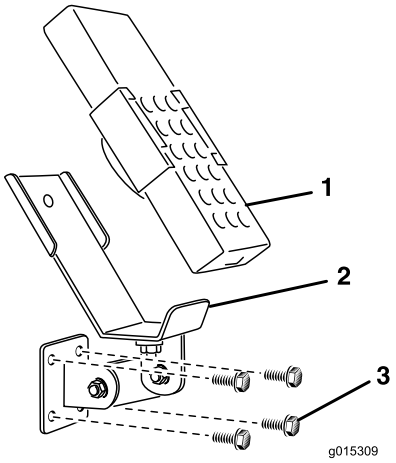
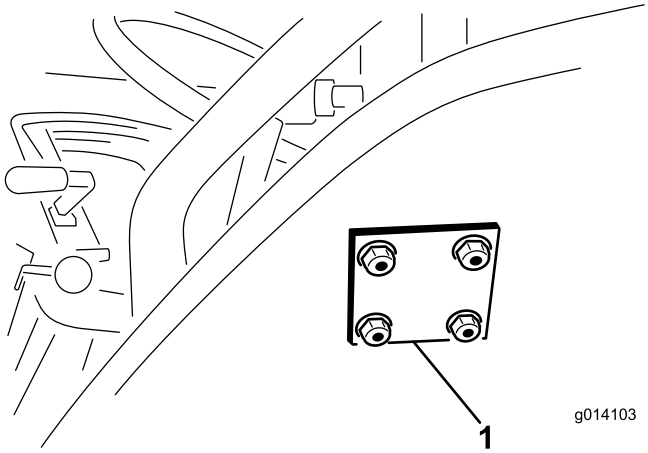

**Rysunek 12**
**Rysunek 13**
3. Stosując płytę wsporczą jako wzornik, określ umiejscowienie (4) otworów o wielkości 11/32 cala, oznacz je i nawierć na powierzchni montażowej pojazdu holowniczego.
4. Przymocuj wspornik montażowy i płytę wsporczą za pomocą (4) śrub kołnierzowych 5/16 x 1–1/2 cala i przeciwnakrętek kołnierzowych (Rysunek 12 i Rysunek 13).